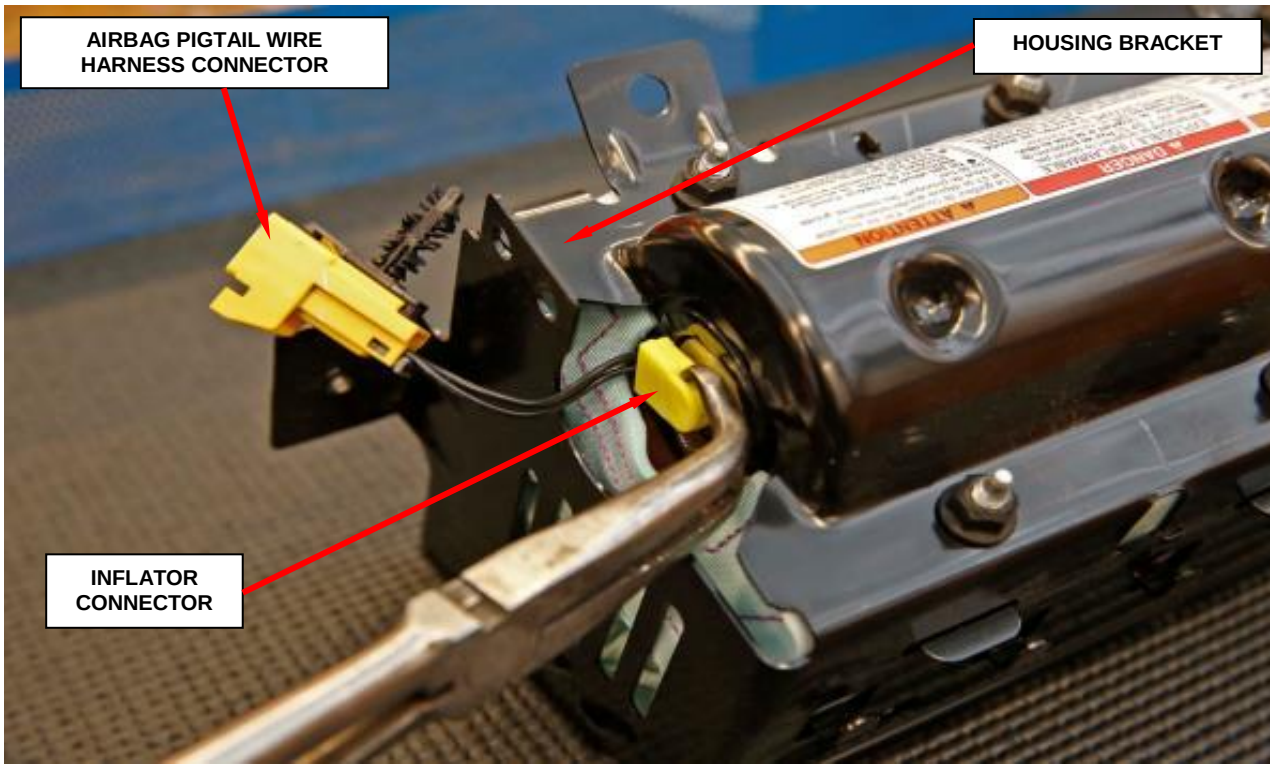

**Figure 19 – Wire Harness Connectors**
c. Disconnect the airbag pigtail wire harness connector from the housing bracket and the inflator connector from the inflator using pliers and discard the wire harness jumper (Figure 19).